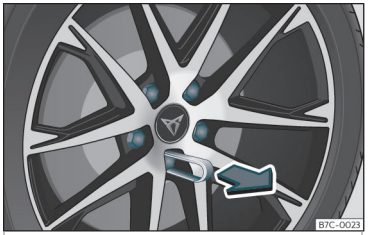

Fig. 35 Ruota: viti della ruota con tappi.
- Incastrare la pinza di plastica (attrezzo di bordo››› fig. 33) sul tappo fino a che non scatta››› fig. 35.